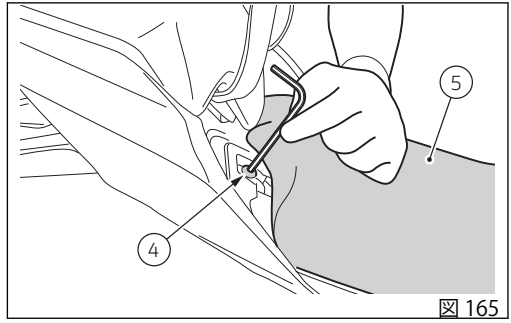

図 165
- 先にシートのブラケット (6) をフレームのブラケット (7) に挿入し、次にシート後部をフレームに乗せてライダーシート (5) を取り付けます。
- シート (5) の後端を持ち上げ、スクリュー (4) を締め付けて固定します (図 165)。